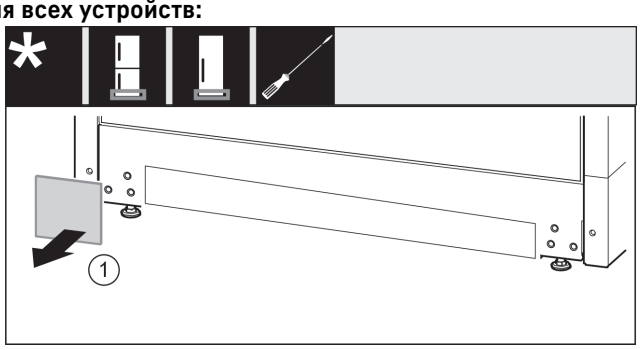

Fig. 14
- ▶ Снимите крышку *Fig. 14 (1)*.